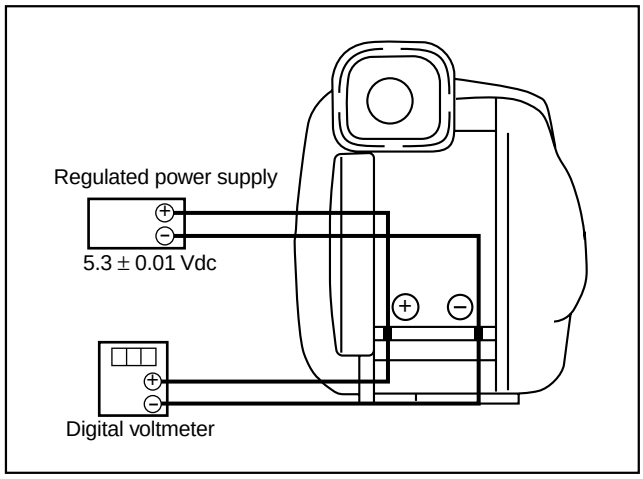

Fig. 5-3-4
1) Connect the regulated power supply and the digital voltmeter to the battery terminal as shown in Fig. 5-3-4.